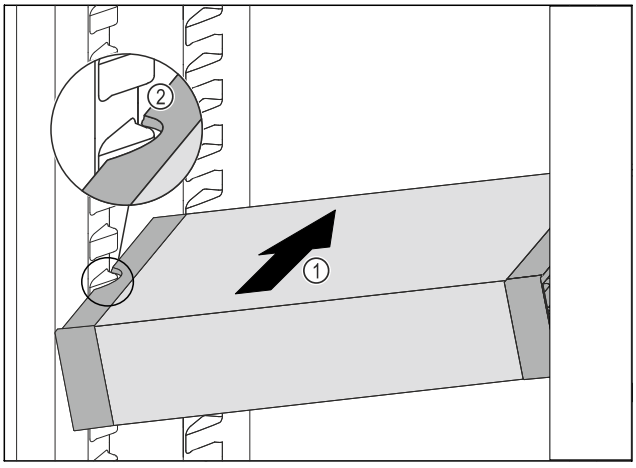

Fig. 90
▶ Împingeți VarioSafe oblic în frigider *Fig. 90 (1)*, până când degajările laterale *Fig. 90 (2)* ale VarioSafese află la înăl-țimea nervurii recipientului din frigider.